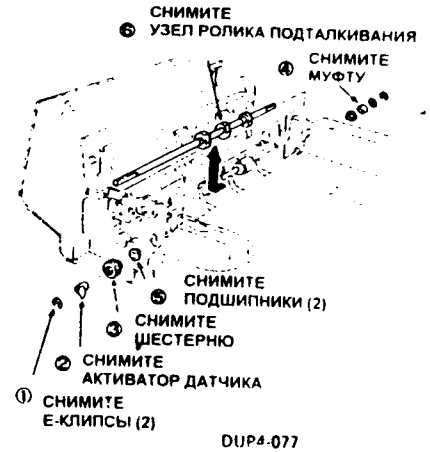

Рис. 5
7. (Рис. 5): Снимите узел ролика подталкивания.